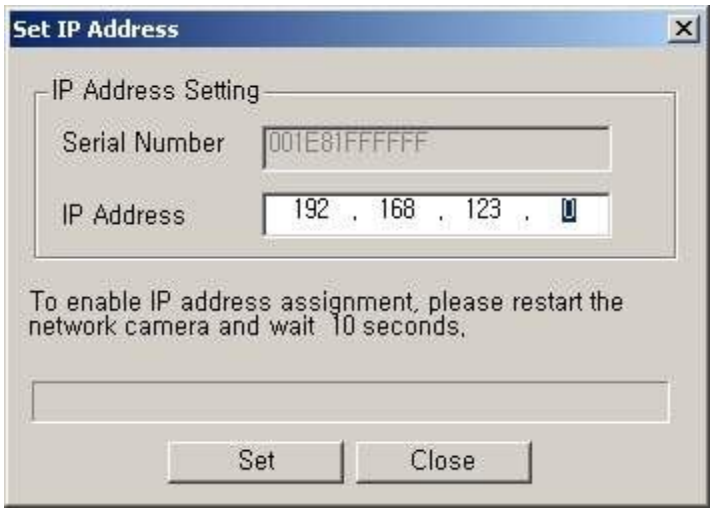

Figure 4-4. IP Address box
5. Select the camera of which you wish to change the IP address and click IP (Set IP Address) button to bring up the following box in Figure 4-4.
6. When you enter the IP address and click Set button, the box shown in Figure 4-4 will appear.